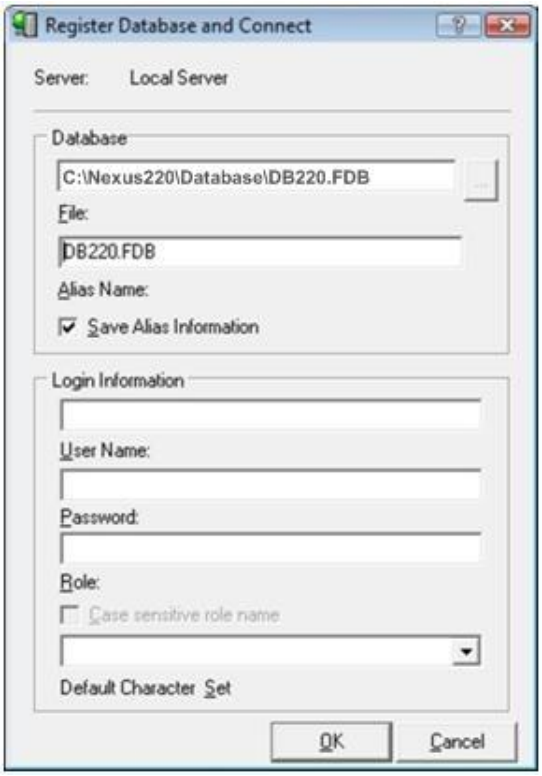

Figure 18 – Register Database and Connect Dialog
2. In the **Register Database and Connect** dialog, in the **Database** textbox, enter the full file path to your Database (see Figure 18).